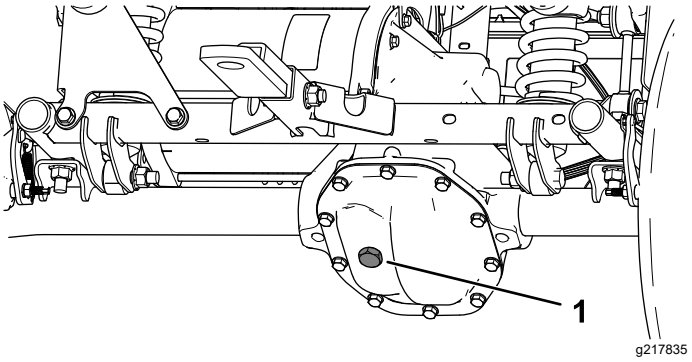

Figur 52
4. Ta bort växellådans påfyllningsplugg (Figur 52).
5. Om vätskenivån är låg ska du ta bort påfyllningspluggen och fylla på med angiven vätska tills den rinner ut ur hålet (Figur 52).
4. Ta bort växellådans påfyllningsplugg och fyll växellådan med angiven vätska tills den rinner ut ur påfyllningshålet (Figur 52).